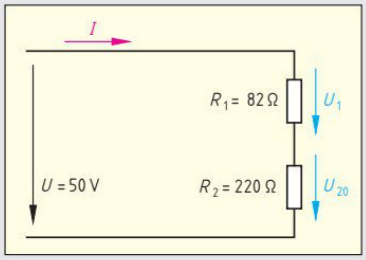

Bild 1: Spannungsteiler, unbelastet
1. Berechnen Sie für den unbelasteten Spannungsteiler **(Bild 1) a)** den Strom I und **b)** die Teilspannungen U_1 und U_{20}.